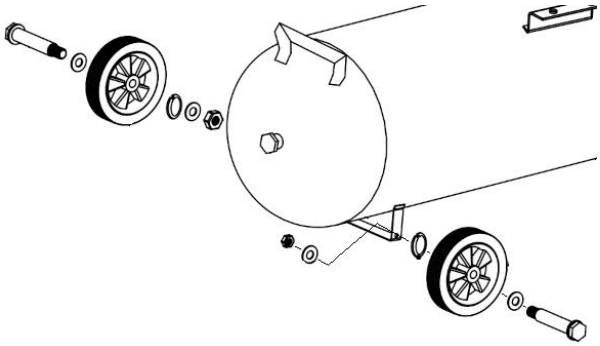

Rys. 2b
- Koła transportowe. Koła należy zamontować jak na **Rys. 2b**.